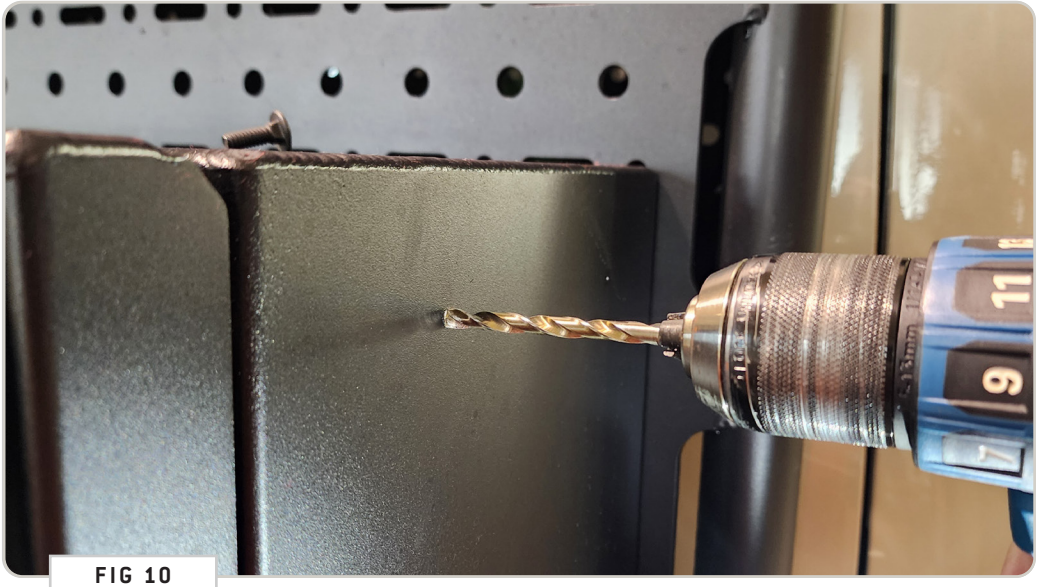

FIG 10
**3.3 Drill Holes:** Drill out holes using a 9/32" (or similar) sized Drill Bit **(FIG 10)**.